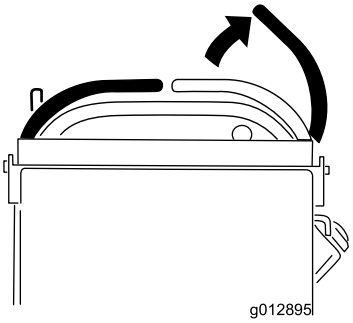

**Figuur 12**
- Zet de rijhendels in de neutraalstand en zet de rechterrijhendel in de vergrendelde neutraalstand (Figuur 12).